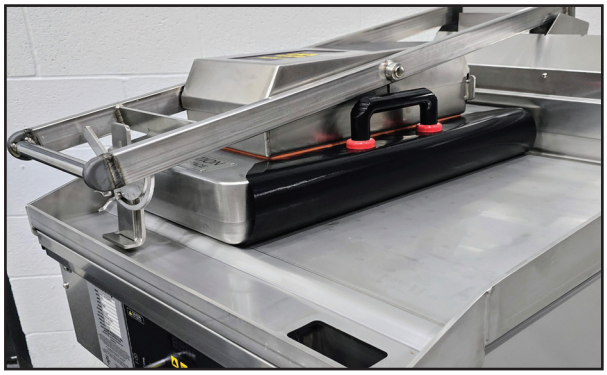

Figure 26
B. Secure one side of the teflon sheet using one handle, keeping the handle at the central point of the arm (Figure 26).